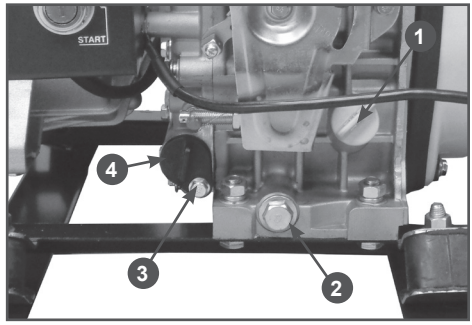

Рис. 20 Замена моторного масла
4. Осторожно открутите крышку-щуп 1 маслозаливной горловины, протрите щуп насухо и отложите в сторону (Рис. 20).
5. Открутите пробку 2 для слива масла и слейте отработанное масло в подготовленную для этого емкость (Рис. 20).
6. Открутите болт 3 фиксации масляного фильтра. Во избежание пролива масла подложите кусок ветоши под масляный фильтр 4, после чего извлеките масляный фильтр 4 (Рис. 20).